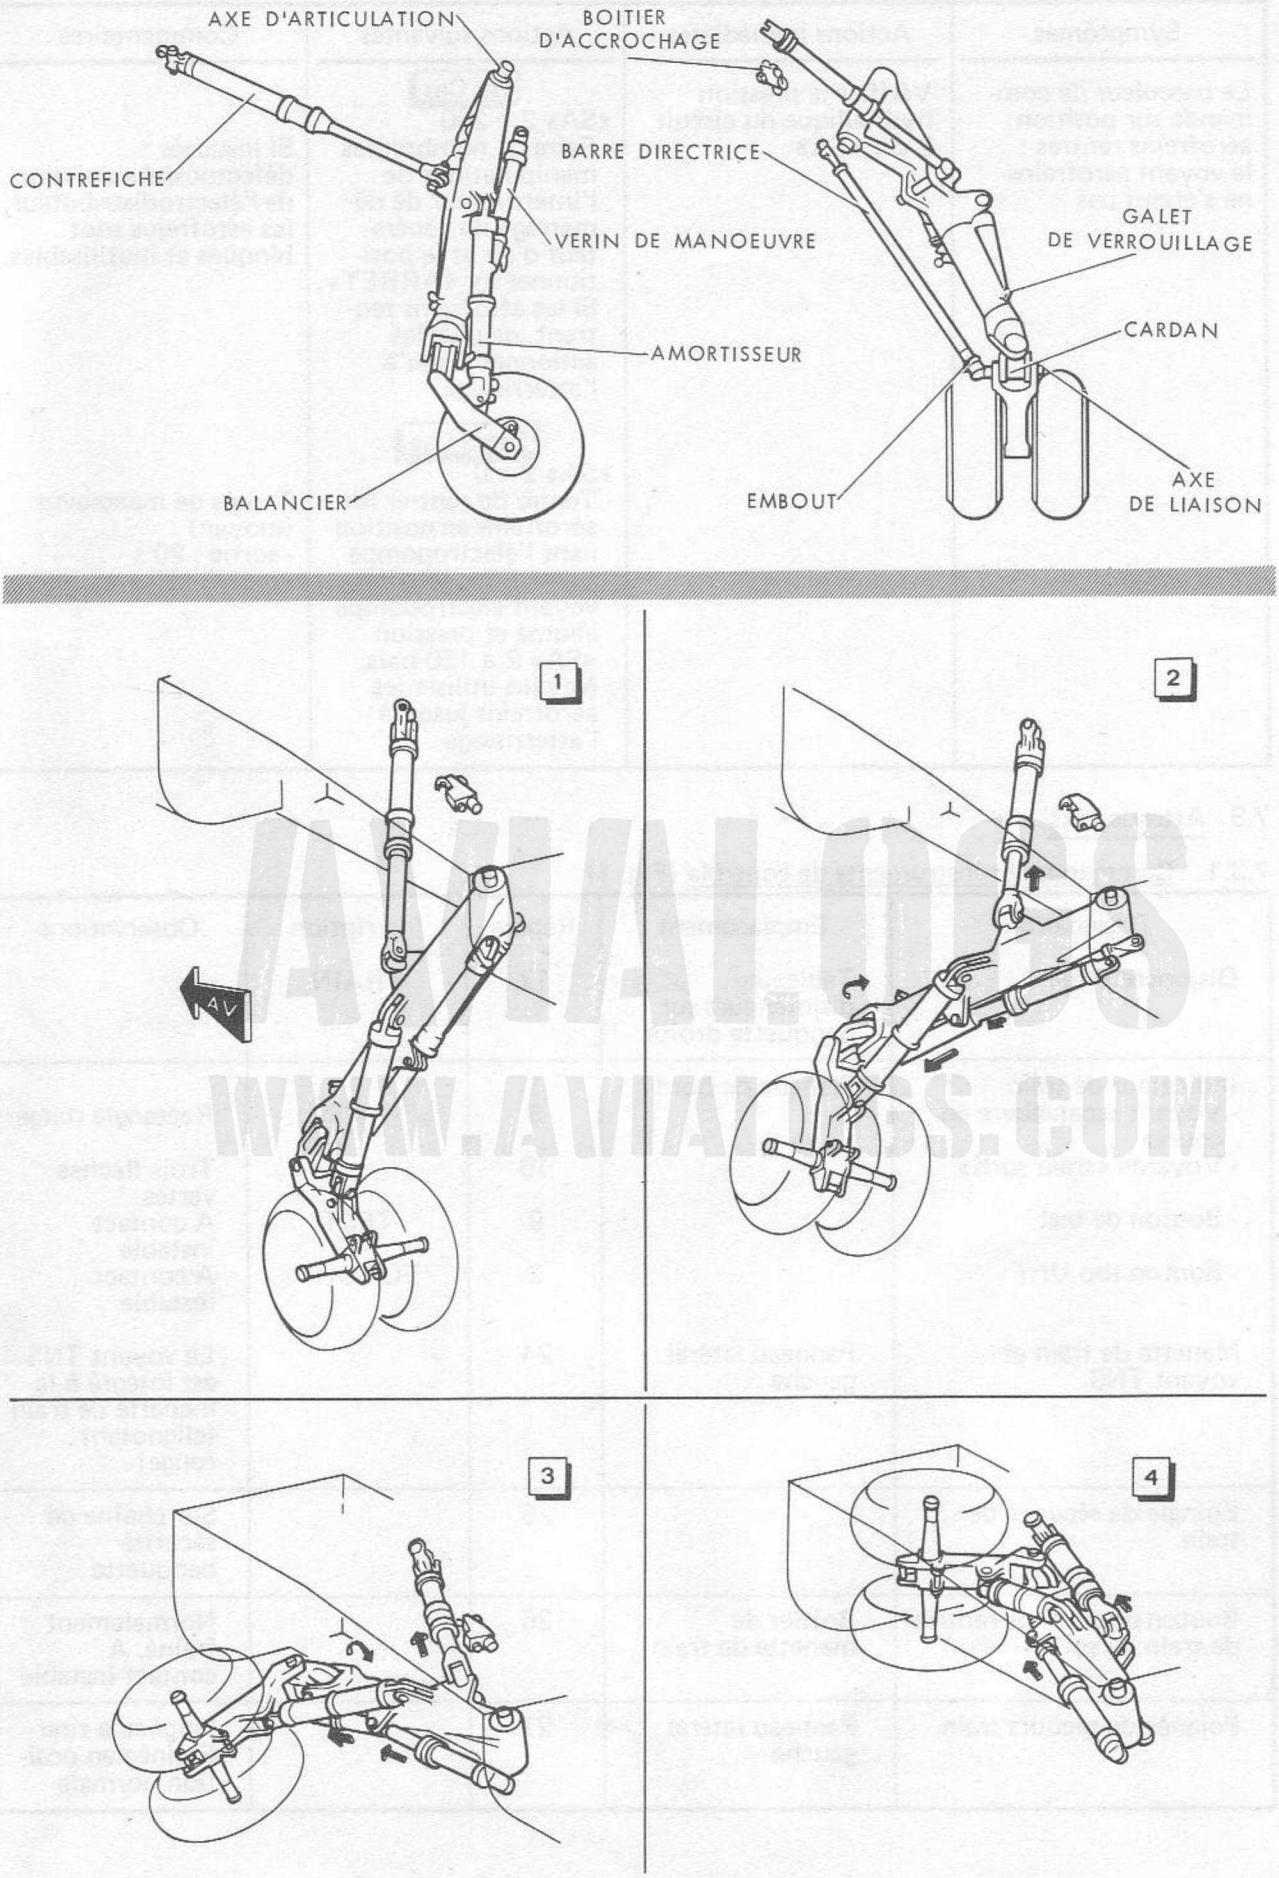

FIGURE 6 - TRAINS PRINCIPAUX ET CINEMATIQUE DE RELEVAGE
7.3.2.3 - Trains principaux (Fig. 6)